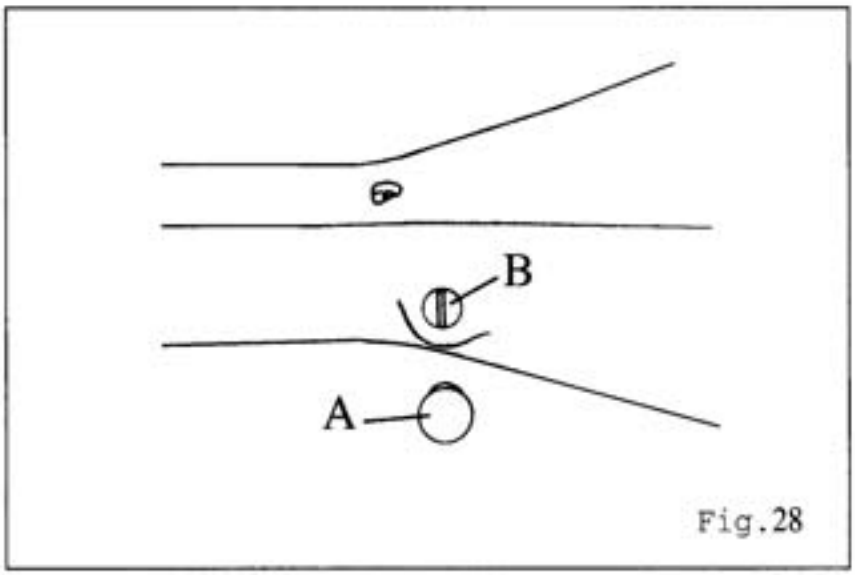

Fig.28
1. 本机在出厂时，已将送料具高度调在一般位置。若因车缝布料厚薄不同，而欲调整送料具高度时可先将止油胶盖(A)取下，再以螺丝起子转动送料具高度调整螺丝(B)调整之。（图28）
1. The height of Feed Dog have been adjusted in standard position at the time of shipment. According to the difference thickness of fabric, if you want to adjust the height of Feed Dog, please take-out the Rubber Plug (A) and turn the screw (B) to adjust by flat screw driver. (Fig 28)
2. The groove of screw (B) is in vertical normally. Turn it clockwise to 15 degree is the highest position of Feed Dog. On the contrary, it is the lowest position.